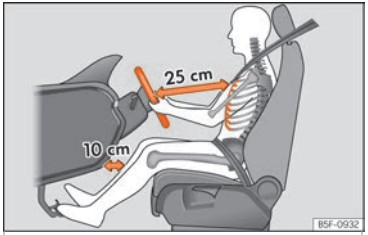
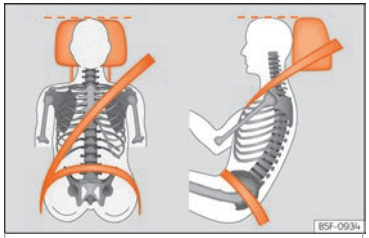

Fig. 86 La separazione corretta tra il conducente e il volante deve essere di 25 cm come minimo (10 pollici).
Fig. 87 Nastro della cintura e poggiatesta posizionati correttamente.
- Regolare il poggiatesta portando il suo bordo superiore alla stessa altezza della parte superiore della testa, in nessun caso mai sotto l'altezza degli occhi. Tenere la nuca il più vicino possibile al poggiatesta ››› fig. 86 e ››› fig. 87.
- Regolare il volante in modo che rimanga a una distanza di almeno 25 cm (10 pollici) dallo sterno ››› fig. 86 e si possa sostenere con entrambe le mani sui lati, dalla parte esterna, con le braccia leggermente piegate.
- Regolare longitudinalmente il sedile in modo che sia possibile premere a fondo i pedali con le ginocchia leggermente piegate e che tra la zona delle ginocchia e il cruscotto resti una distanza di almeno 10 cm (4 pollici) ››› fig. 86.